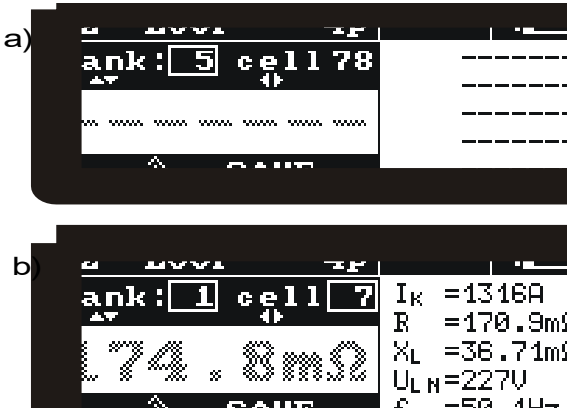

Fig. 27 The layout of the screen in the store-in-memory mode: a) empty cell b) cell with the recorded result (the main result is displayed in grey)
- Press the key **ENTER**. The currently used bank number and the address of the currently used cell will be displayed on the screen (**Fig. 27**). The border around the bank number means that at least one cell in the bank is occupied. The border around the cell number means that the cell is occupied.